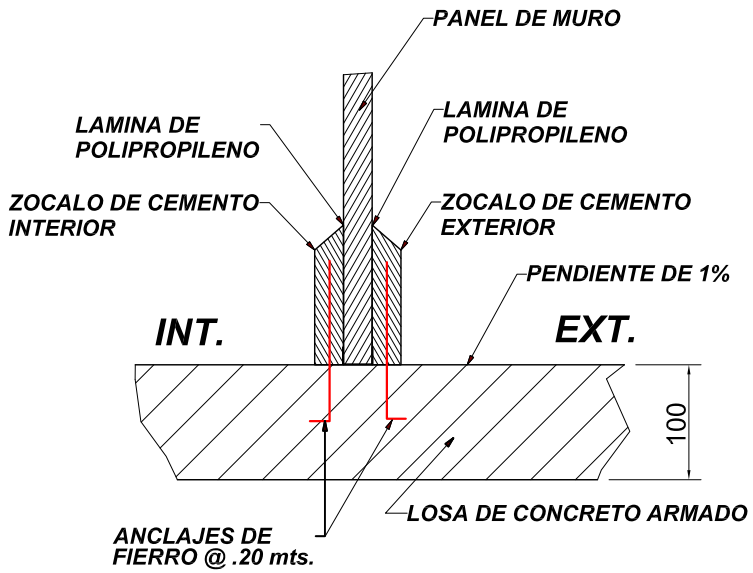

Figura 2.2
2.- Para el caso de zonas de escasa lluvia se deberá proteger la base con un zocalo de concreto armado con laminas de polipropileno en las caras del panel, tal como se muestra en la figura 2.2